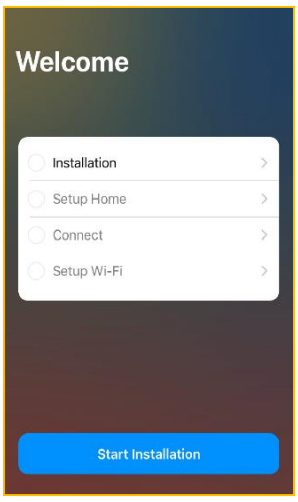

Figure 2
To connect the application to the BLINDS, go through all consecutive connection steps: **Installation**, **Setup Home**, **Connect**, **Setup Wi-Fi** *(Fig. 2)*.
10.2.2. Click **Setup Home** to connect the home to the BLINDS *(Fig. 2)*, define home name and click **Done.**
10.2.3. Click **Connect** to connect the BLINDS to Bluetooth *(Fig. 2)*:
10.2.4. Click **Setup Wi-Fi** to connect the BLINDS to Wi-Fi *(Fig. 2)*: